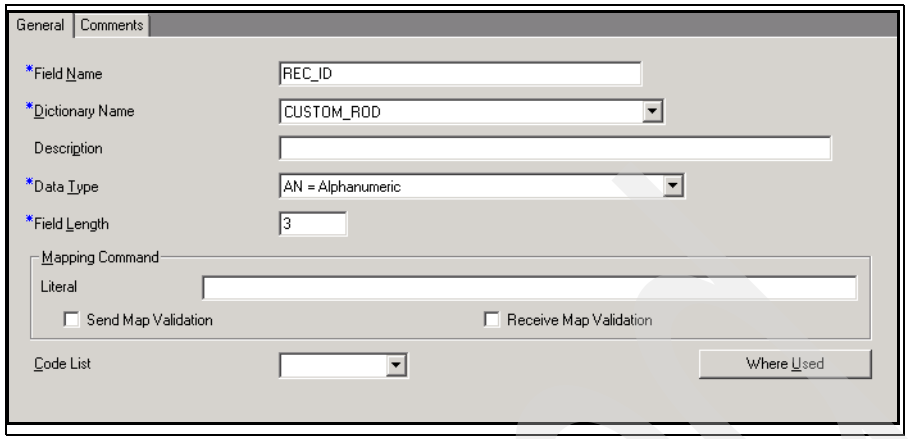

Figure 15-2 New field definition
g. Enter the **Field Length** as 3. Your new field definition should appear as shown in Figure 15-2 on page 478.